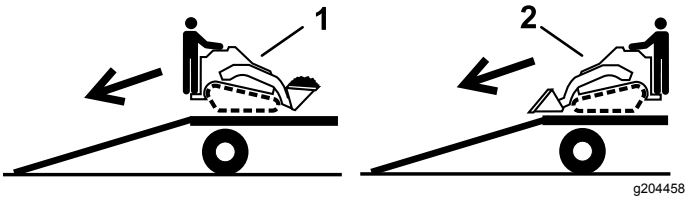

**Rysunek 37**
2. Wyładunek maszyny wykonuj tak, aby cięższa jej strona była po wyższej stronie pochylni, ładunek przewoź nisko (Rysunek 37).